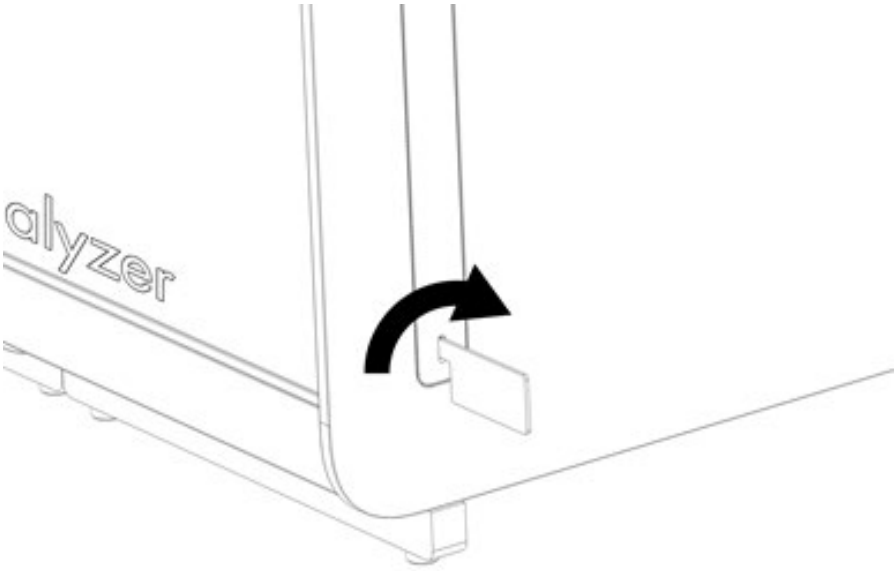

Figura 15. Retirada de las tapas de protección.
3. Retire las tapas de protección de la parte lateral del módulo analítico con la herramienta de retirada de la tapa de protección suministrada con el dispositivo QIAstat-Dx Analyzer 2.0 (Figura 15).